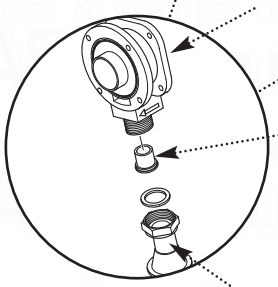

Fig. 60
6. Undo the nut on the gas inlet pipe to the venturi (Fig. 60) and pull the sensing pipe off the fan.